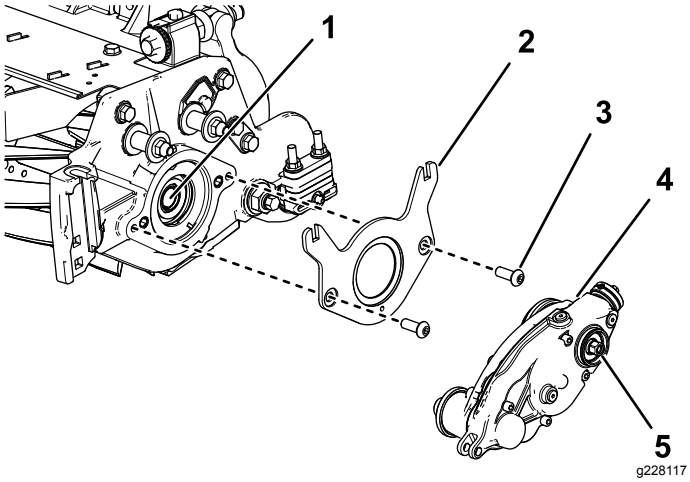

Figura 8
2. Instale o suporte do peso no cilindro com dois parafusos de cabeça sextavada, de cabeça de tremoço (⅜ pol. x ¾ pol.), como se mostra na Figura 8.
3. Aplique fixador de roscas de resistência média (como, por exemplo, Loctite® 243 azul) nas roscas do eixo do cilindro interno (Figura 8).
4. Instale a caixa de transmissão do rastelo no eixo do cilindro (Figura 8) utilizando a cabeça sextavada na caixa da transmissão do rastelo.